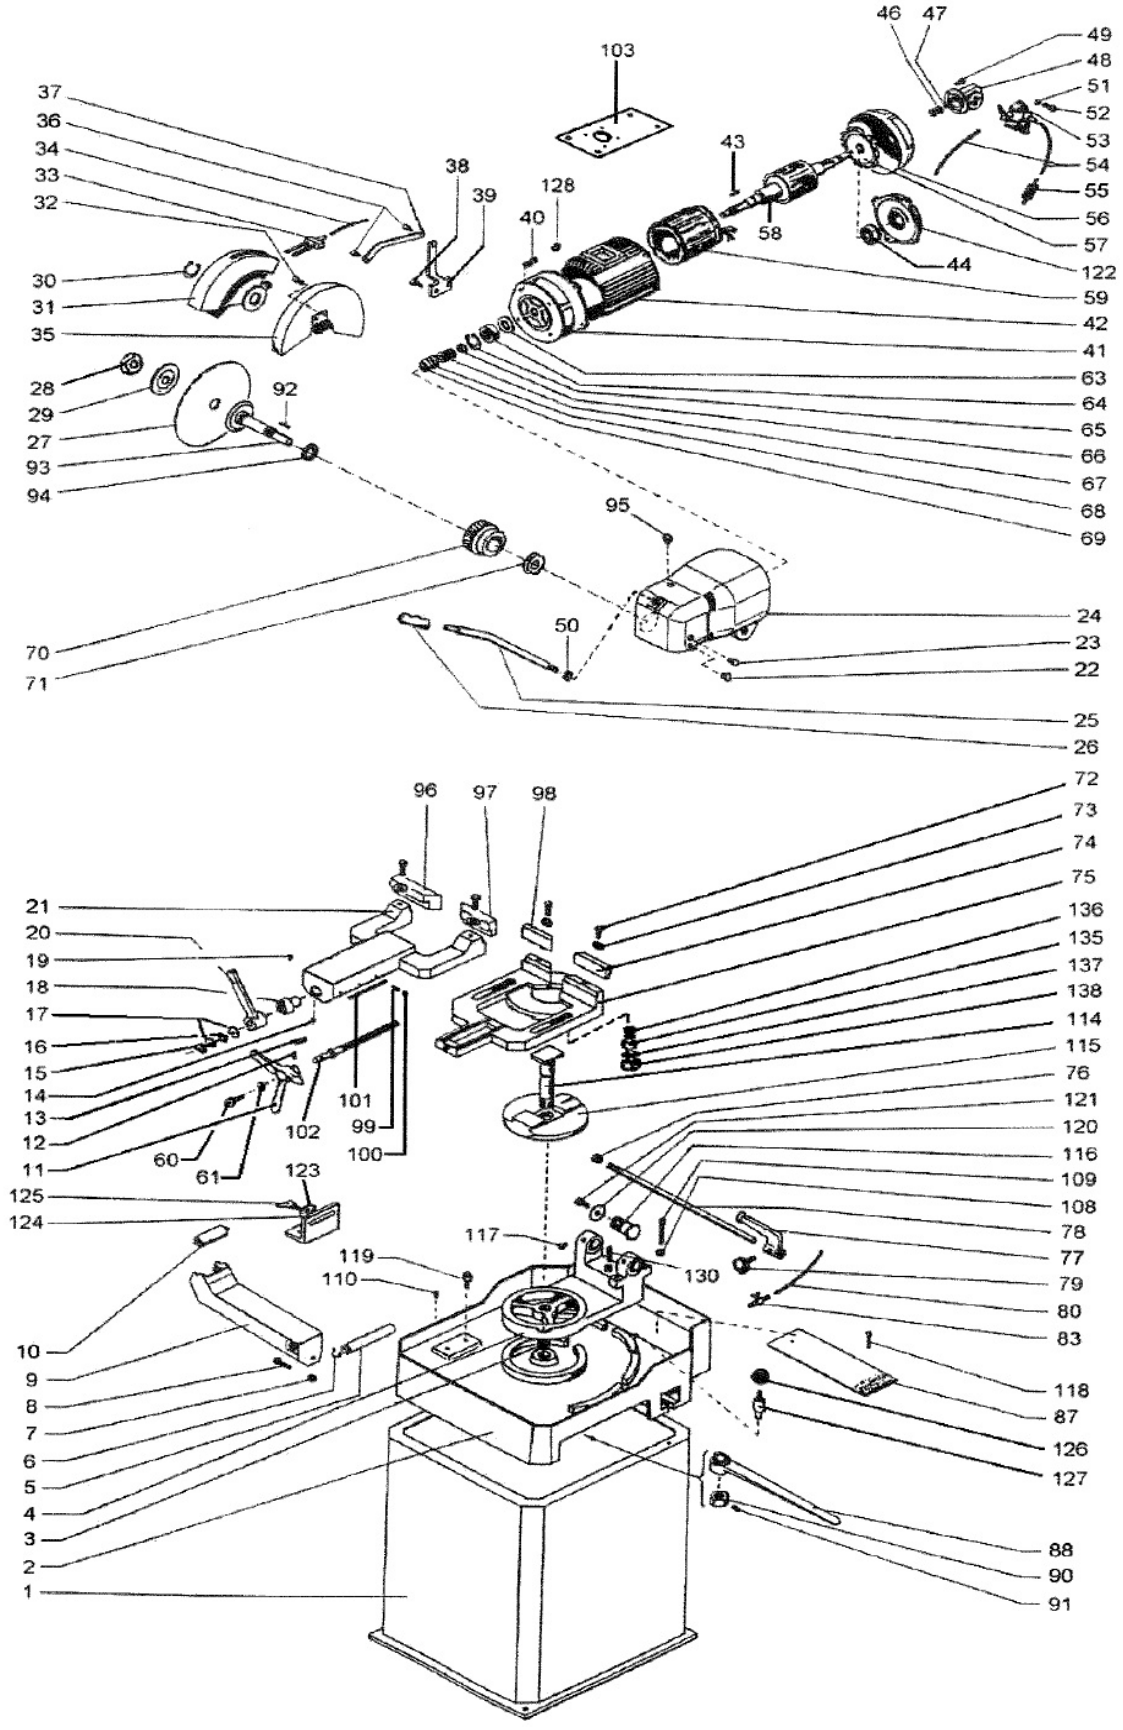

Abb. 16: Ersatzteilzeichnung 5 - MKS 350 / MKS 351
Schritt 3: Den Behälter von Spänen und Ablagerungen reinigen, den Filter [Abb. 16, 55] kontrollieren und eventuell ersetzen.